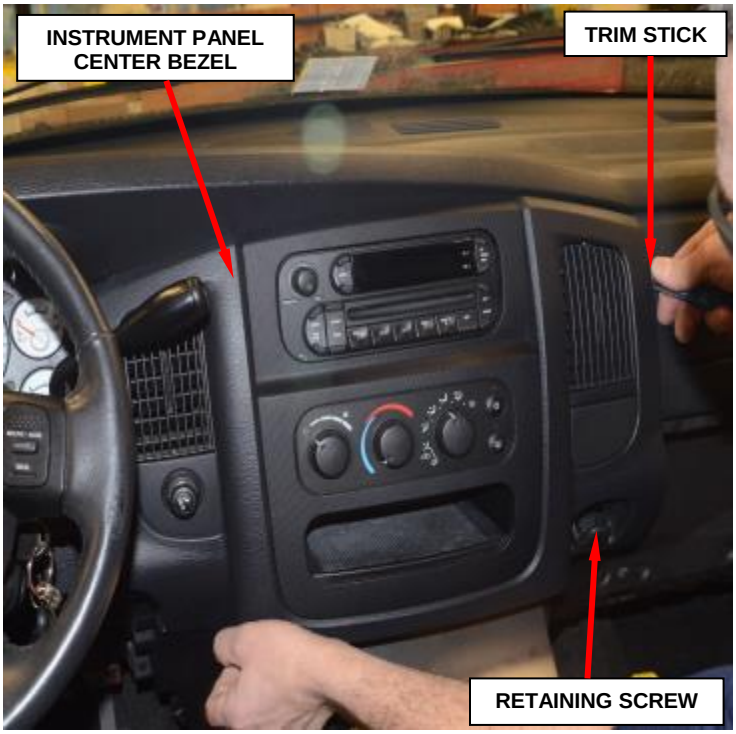

Figure 18 – Instrument Panel Center Bezel
c. Remove and save the retaining screw that secures the instrument panel center bezel to the instrument panel (Figure 18).
d. Using a trim stick, disengage the retainer clips that secure the instrument panel center bezel to the instrument panel (Figure 18).